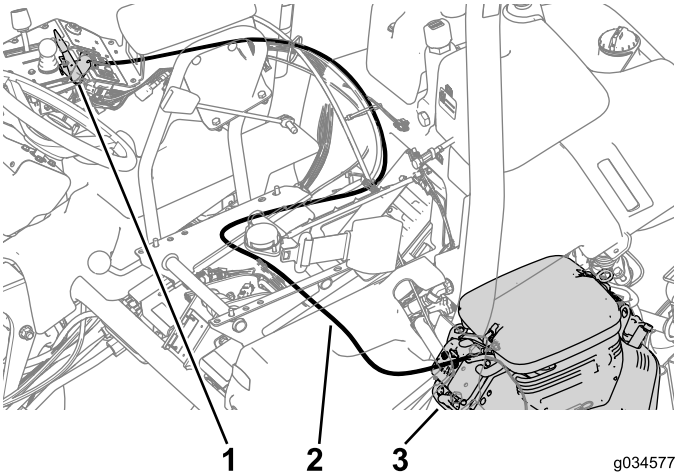

Rysunek 18
1. Ułóż nową linkę ssania zgodnie z przebiegiem dotychczasowej linki i zamocuj ją do maszyny, używając opasek zaciskowych (Rysunek 18).
2. Podłącz linkę do włącznika ssania na silniku (Rysunek 18).